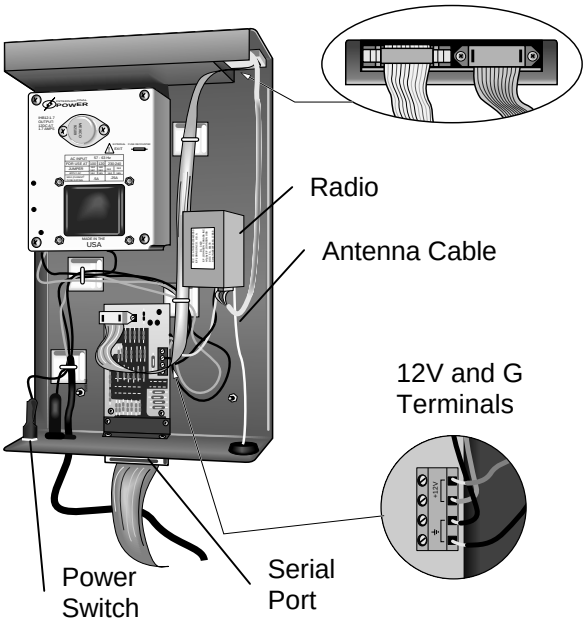

FIGURE 3.3-6. RF232 Base Station Installation
2. With the power cord disconnected, remove the four screws that attach the RF232 lid. Remove the lid, and install the RF200 transceiver as shown in Figure 3.3-6. Connect the red wire to the "12 V" terminal, and the black wire to the "⏚" terminal inside the RF232. Connect the multi-colored ribbon cable to the RF modem; make sure that the keyway is properly aligned.